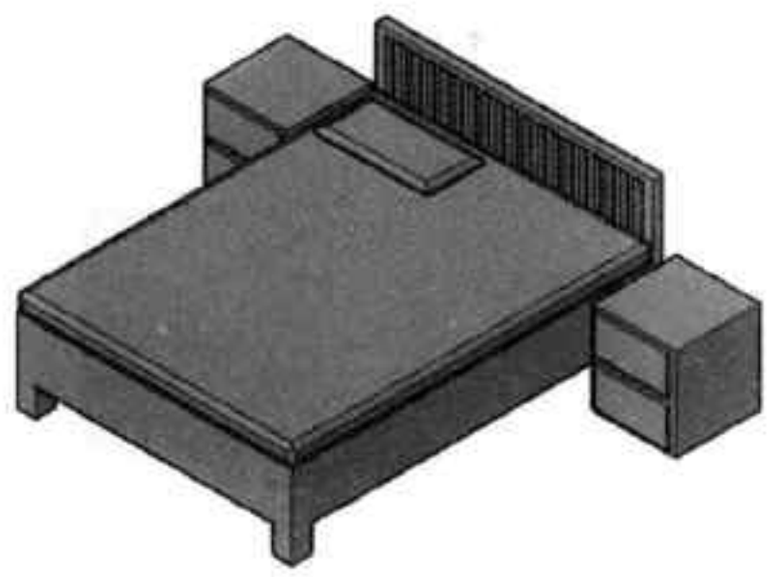

图14-72 绘制枕头模型
Step19 执行“长方体”命令，绘制长 600mm、宽 300mm、高 50mm 的长方体，并将其进行倒圆角，圆角半径为 30mm，完成枕头模型的绘制，如图 14-72 所示。